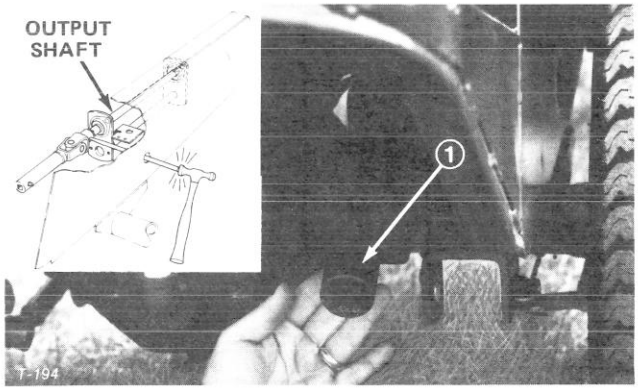

Figure 40
2. Remove five wheel nuts and slide left wheel off axle to expose access hole inside of chassis (Fig. 40).
3. Push PTO lever forward until pulley and brake disengage. Align hole in PTO shaft with hole in chassis (Fig. 40).
4. Through access hole in chassis, drive roll pin out of PTO shaft and output shaft with pin punch and ball peen hammer (Fig. 40).